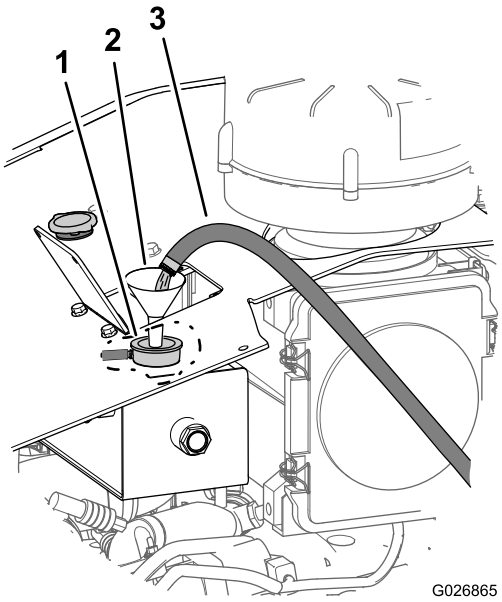

Rysunek 103
A. Napełnij układ chłodzenia czystą wodą (Rysunek 103).